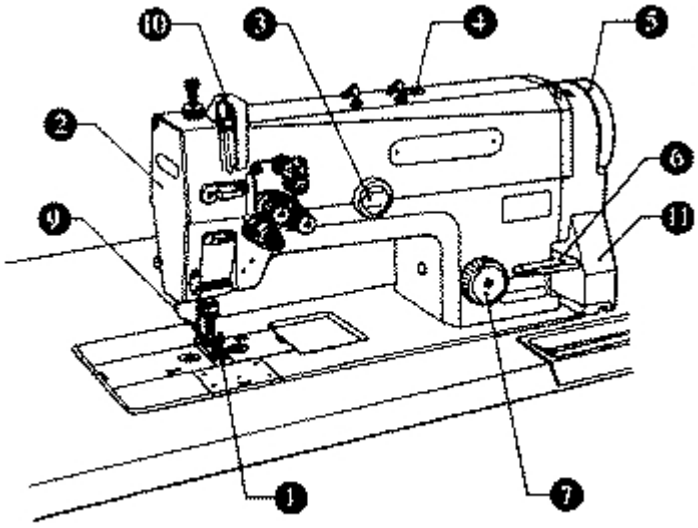

рис.1
1. Основные части машины (Рис. 1)